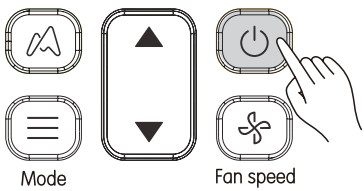

Рисунок 3.3
1) Нажмите кнопку (см. Рисунок 3.3), чтобы включить внутренний блок.